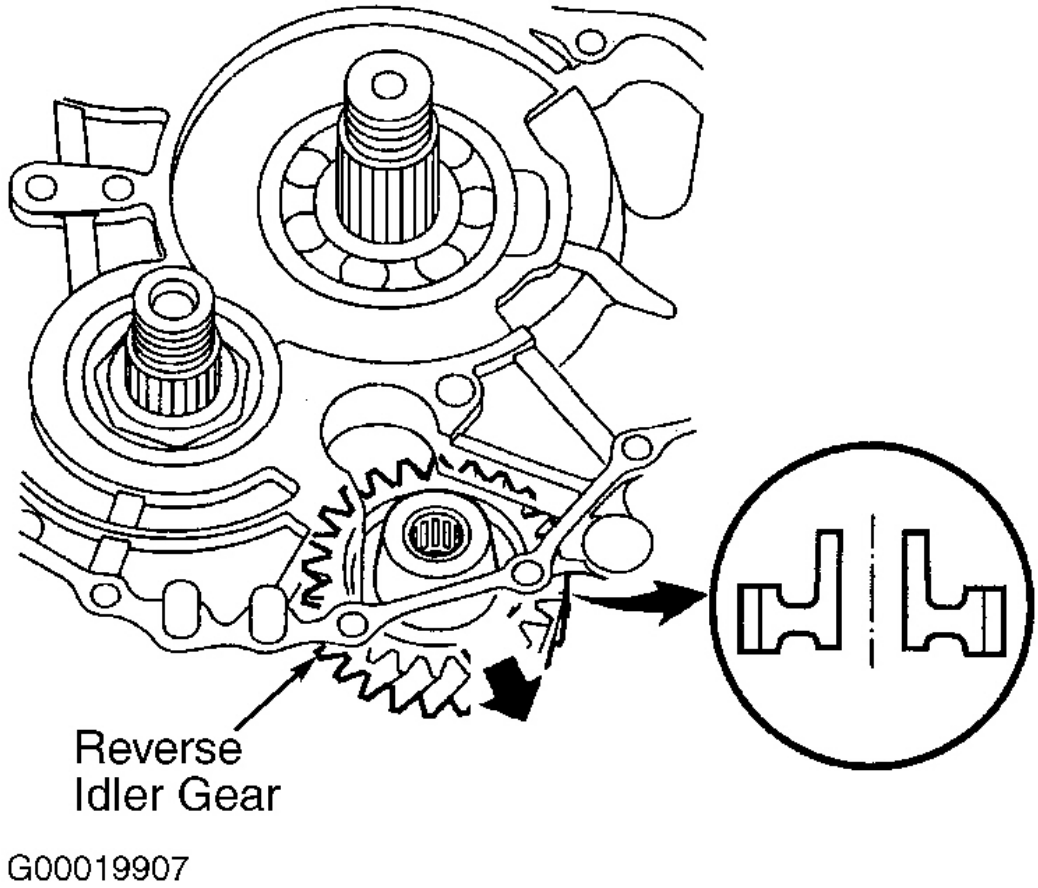

Fig. 9: Positioning Reverse Idler Gear For Transaxle Housing Removal
4. Move the reverse idler gear to disengage it from the mainshaft and countershaft reverse gears. See **Fig. 9** .